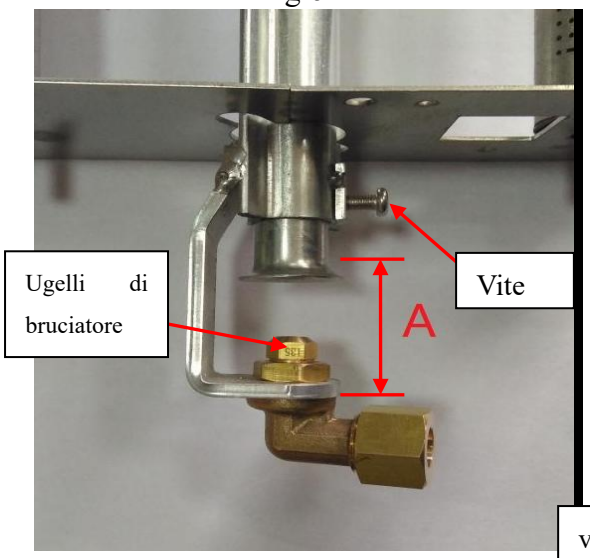

Fig.8
2、Sostituire gli ugelli di bruciatori (Fig.8).